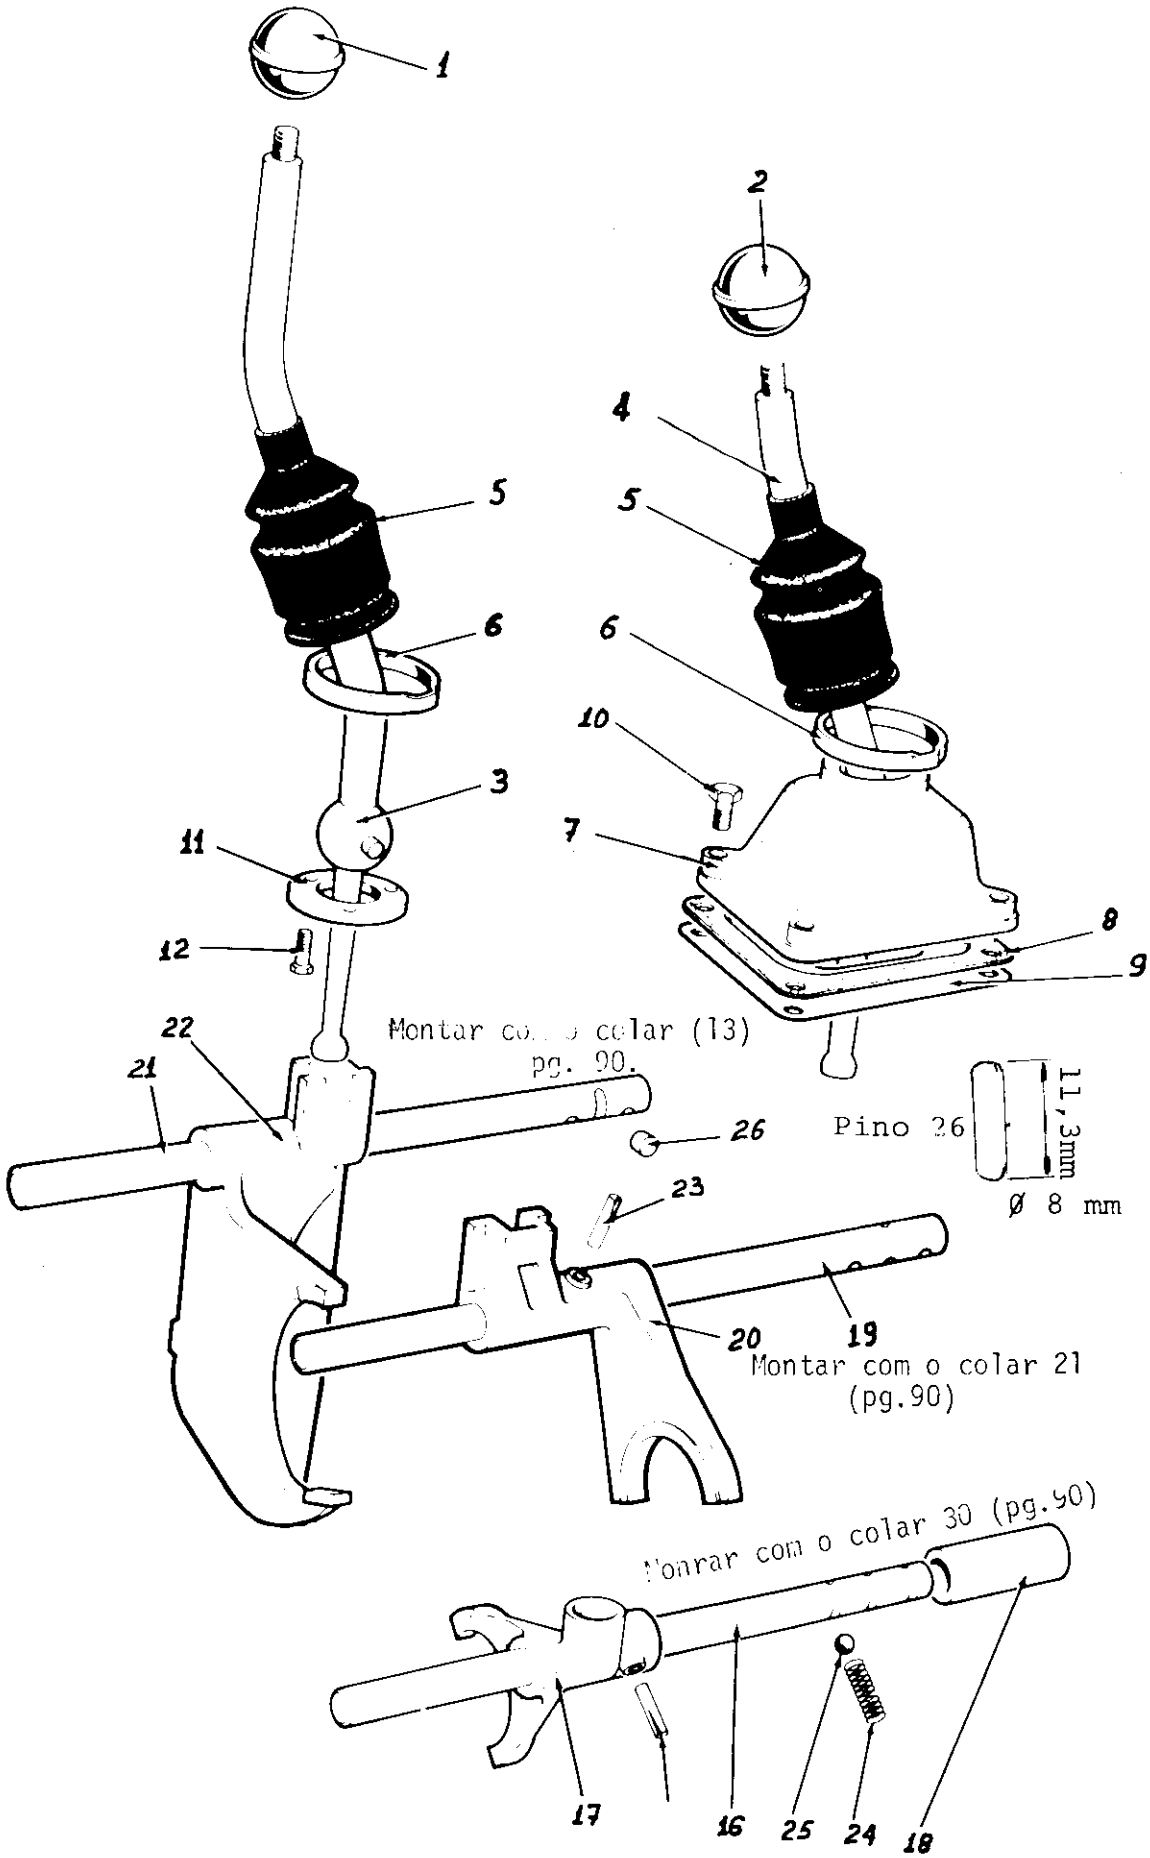

FIGURA 9
14. Com o sacador, remova o rolamento (29) do eixo (31) da entrada de força, pagina 90.
15. Remova o eixo (16), o garfo (17), com cuidado, para que a esfera (25) e a mola (24) localizadas dentro da carcaça não sejam atiradas para fora, figura 9, pg. 91.
16. Remova as engrenagens (3) da reduzida, pg. 90.
17. Levante com cuidado e incline para fora o bloco do eixo (40) e, em seguida remova a engrenagem (18) da 1a. e 2a. velocidades, e as lâminas (14).
18. Remova o conjunto do eixo (19) com o garfo (20) e a peça (21), figura 9, página 91.
19. Remova uma das engrenagens (19) do sincronizador da 2a. velocidade, o sincronizador (21), o anel trava (20) e a outra engrenagem (19), pagina 90.
20. Levante a engrenagem (22) da 1a. velocidade, remova o eixo secundário (40 e remova definitivamente a engrenagem (22), pg. 90.